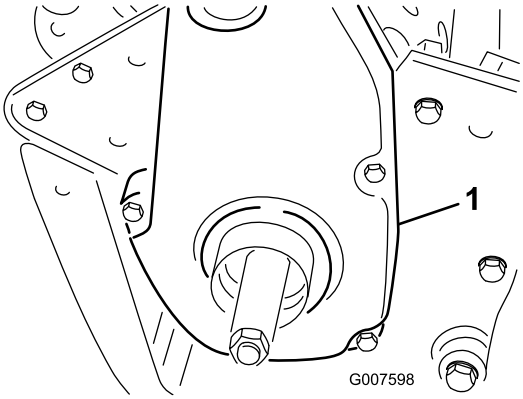

Figur 36
1. Fjern monteringsskruen på remdekslet og deretter remdekslet for å få tilgang til remmen (Figur 36).